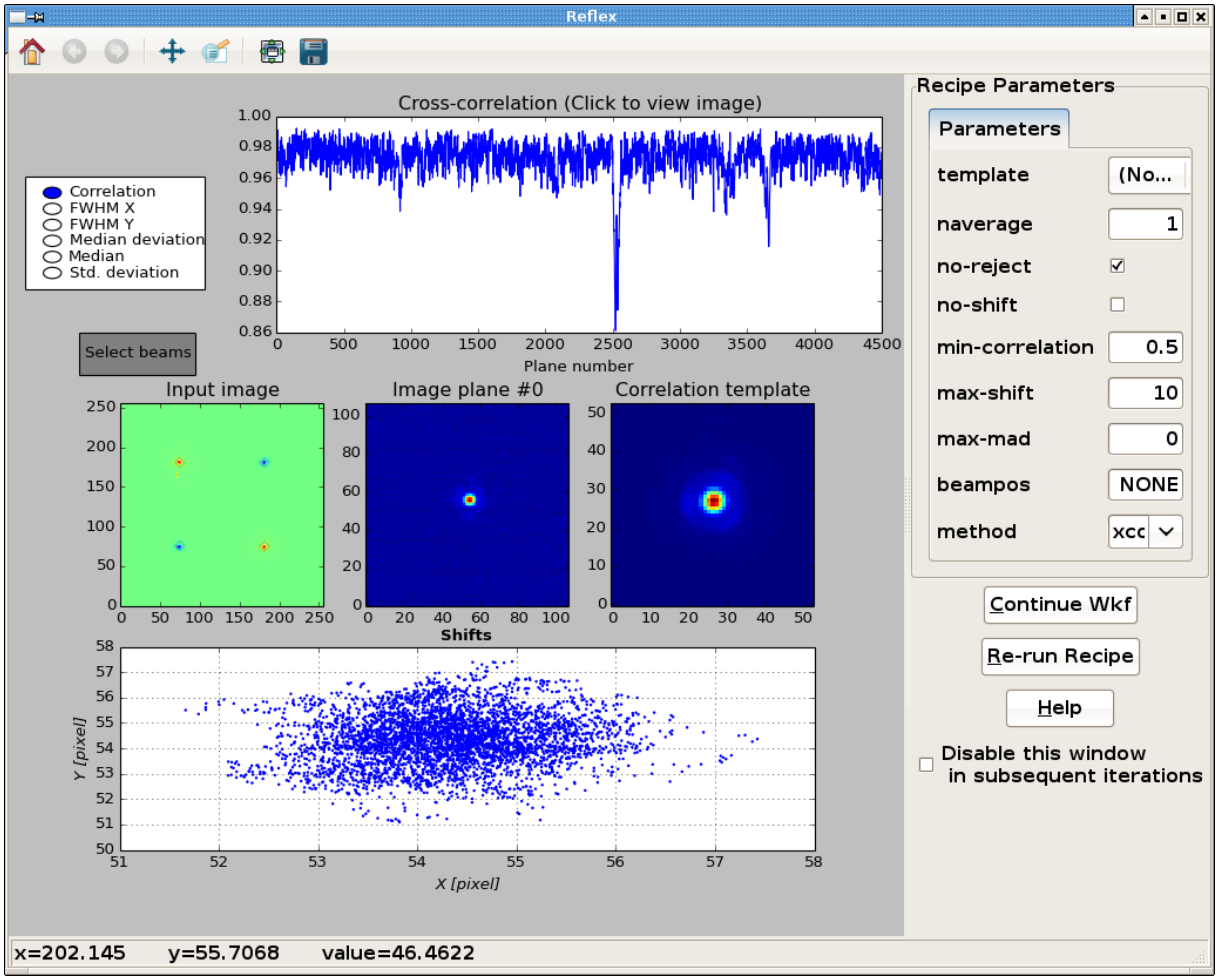

Figure 5.0.7: *The interactive window for the VISIR imaging tt Object Detection actor. On this example a standard star is being processed.*
– imaging: The workflow will perform bad pixel detection and cleaning, source detection, image shifts and coaddition, photometry and flux calibration (if a flux standard is available) of the images. First, the `Object detection` actor will be highlighted; it will open a window shown in Figure 5.0.7. A number of diagnostic measurements and reduction parameters are available to optimize the data reduction